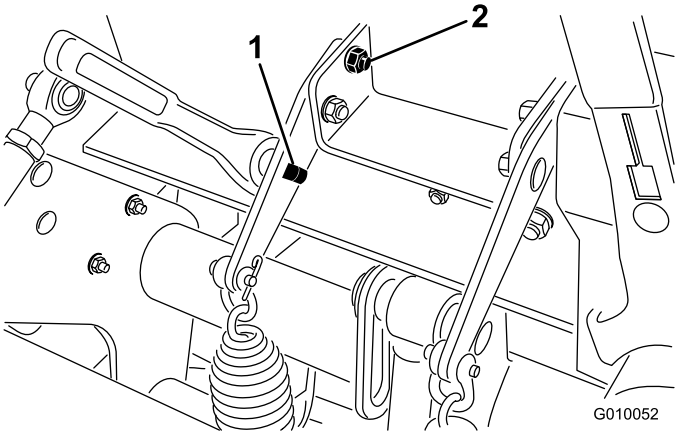

**Figur 37**
2. Sätt in en 1/2 tum spärrhake eller liknande i det fyrkantiga hålet i fjäderplattan (Figur 37).